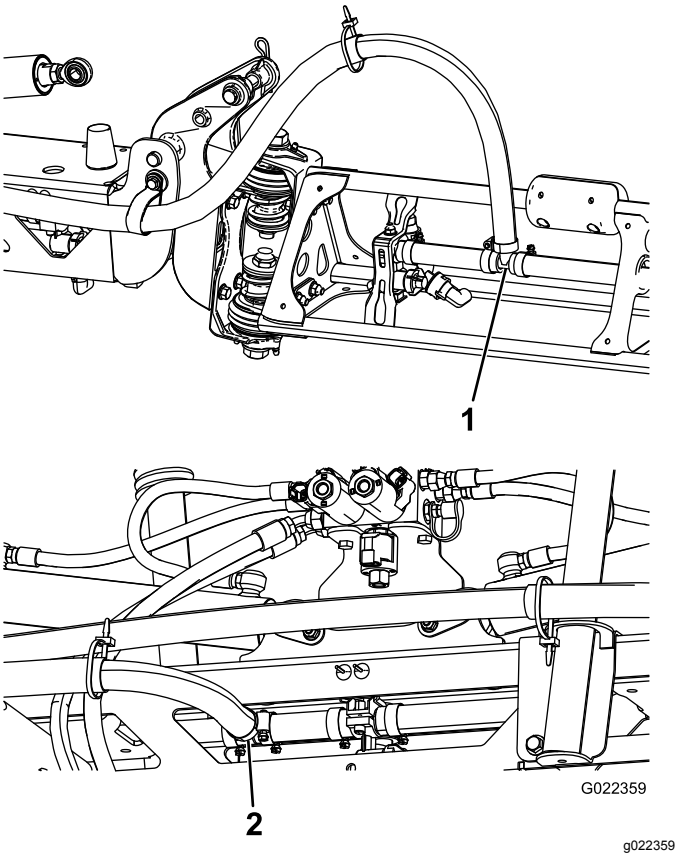

Figur 24
Obs: Använd flytande tvål för att bestryka slanghullingarna på T-kopplingarna till båda förlängningsramperna (Figur 24).
4. Använd flytande tvål för att bestryka slanghullingen på centersprutrampens T-koppling (Figur 24).
5. Dra centersprutrampens slang enligt Figur 24.
6. Anslut centersprutrampens tillförselslang till den tvålbestrukna hullingen och fäst med en slangklämma (Figur 24).